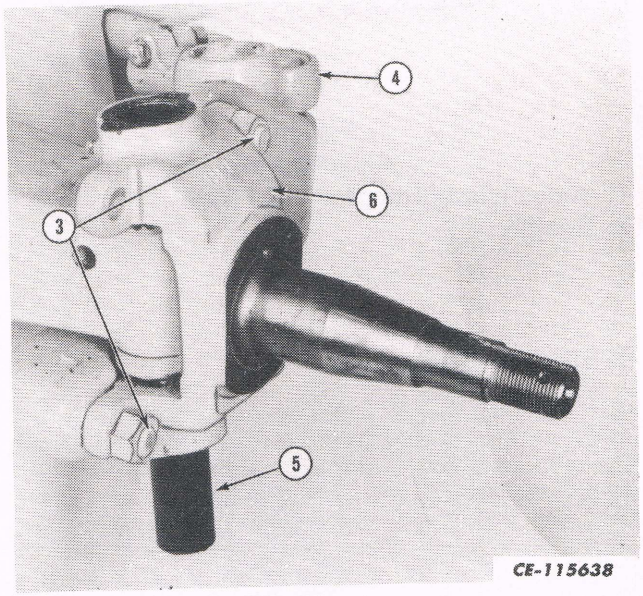

Fig. 4
7. Remove the king pin (5). Refer to Fig. 4.
8. Remove the steering knuckle (6) to steering arm (4), bolts (3) and remove the knuckle, shims and thrust bearing from the axle.